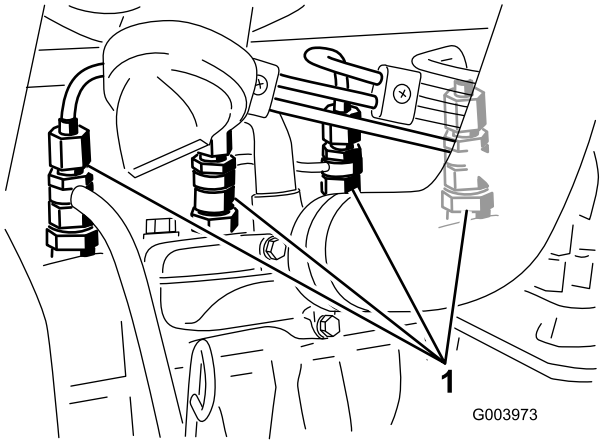

Figur 38
1. Løsn rørforbindelsen til dyse nr. 1 og holdersamlingen (Figur 38).